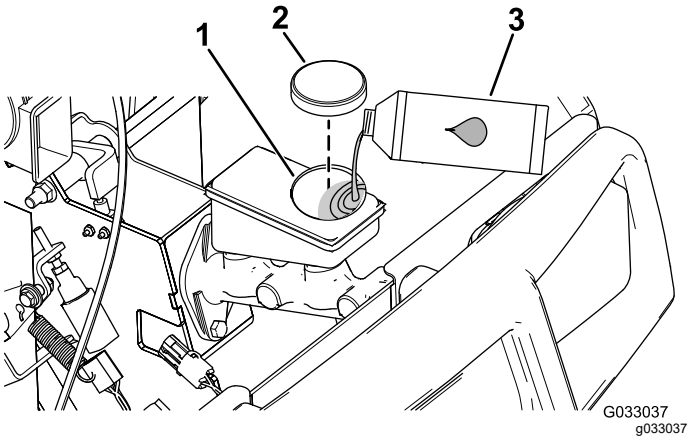

**Figur 67**
4. Åpne panseret for å få tilgang til hovedbremsesylinderen og -beholderen (Figur 67).
A. Rengjør området rundt beholderen, og ta av lokket (Figur 67).
C. Sett lokket på beholderen (Figur 67).